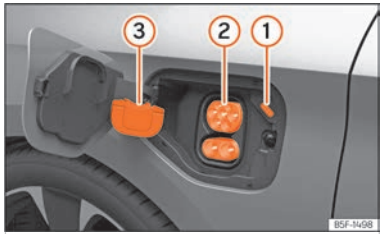

Fig. 59 Darrere de la tapa de la presa de càrrega de la bateria, a la part posterior dreta: presa de càrrega
- Traieu la caputxa protectora i encaixeu-la a l'enganxall ››› fig. 59 ③
- Endolleu el connector de càrrega de l'estació de càrrega a la presa de càrrega ››› fig. 59 ②
El LED (indicador del procés de càrrega) de la presa de càrrega parpelleja o emet pampallugueigs de color blanc ››› fig. 59 ① ››› pàg. 87
L'indicador del procés de càrrega de la presa de càrrega parpelleja de color verd ››› fig. 59 ①.
- Premeu el botó de funció **Detener carga** de la pantalla del sistema d'Infotainment. L'indicador del procés de càrrega situat al costat de la presa de càrrega s'encén de color blanc ››› fig. 59 ①. El connector de càrrega està desbloquejat.
- Encaixeu la caputxa protectora a la connexió inferior de la presa de càrrega ››› fig. 59③